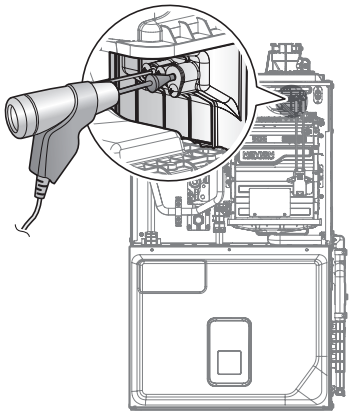

Figure 7. Insertion de l'analyseur
b. Insérez l'analyseur dans le port (Figure 7).